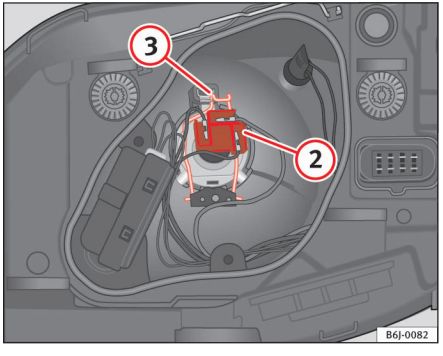

Fig. 147 Nær-/fjernlys i forbindelse med enkelt forlygte
– Træk stikket ⇒ fig. 147 (2) af pæren.
– Tag fjederen ⇒ fig. 147 (3) af ved at trykke den ind og dreje mod højre.